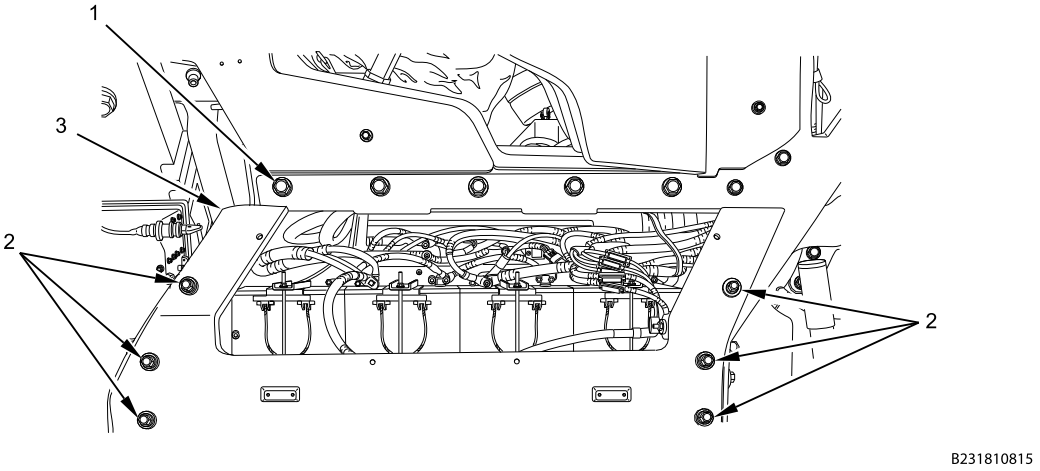

Figure 3. Battery Box Cover.
4. Remove five bolts (Figure 3, Item 1) and washers from battery box cover plate (Figure 3, Item 3).
5. Remove six bolts (Figure 3, Item 2) and washers from battery box cover plate (Figure 3, Item 3).